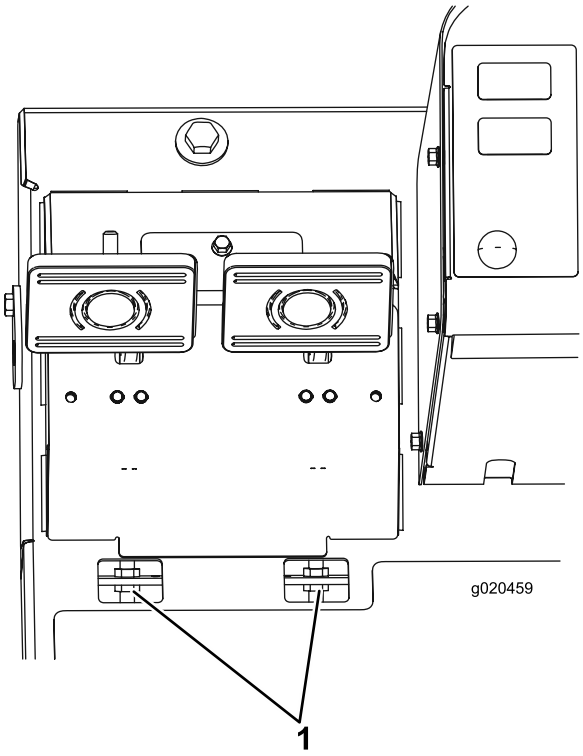

Figur 95
B. Løsn den forreste møtrik på bremsekablets gevind-ende (Figur 95).